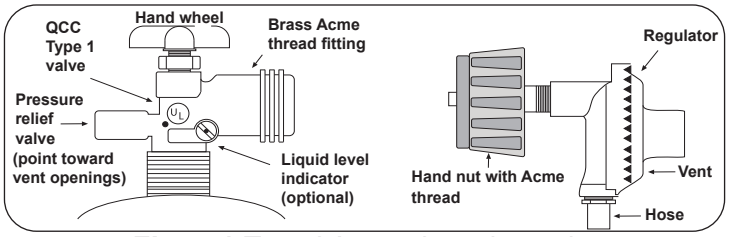

Fig. 7-1 Type I Acme thread coupler
e. The pressure regulator and hose assembly used must match the specification for Type I by ANSI Z 21.58/CGA 1.6 (see Fig. 7-1).
To disconnect: Turn the hand nut counterclockwise until detached (Fig. 7-1).